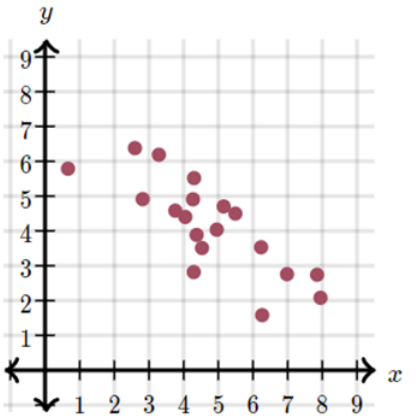

Figure 1a: A Time Series Chart
**Q3.** Referring to Figure 1a, what type of correlation can be seen between the 2 variables in the chart?